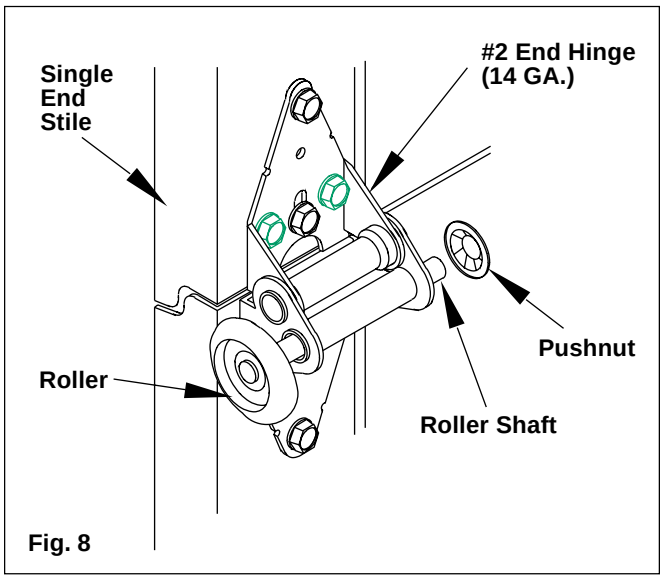

Fig. 8
**NOTE:** For some models, pushnuts are required with the roller installation. Refer to Table 2 to determine which models use pushnuts. (FIG. 8)
To install the pushnut roller, slide the roller into the hinge then slide the pushnut onto the shaft of the roller until it is within an $^1/_8$" to $^1/_4$" from the hinge. (FIG. 8)